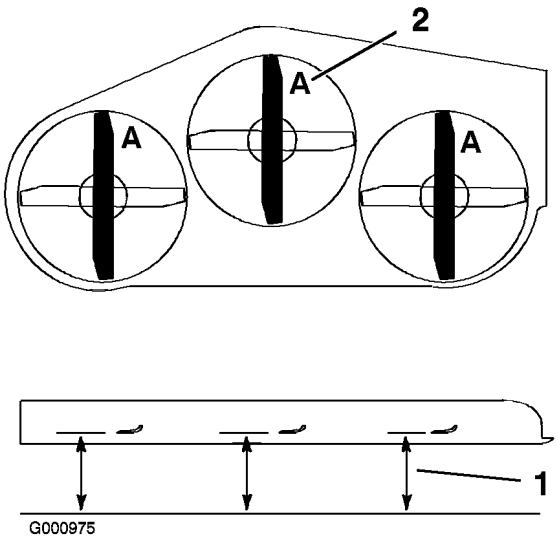

Figur 77
3. Rotera knivarna tills ändarna vetter framåt och bakåt (Figur 77). Mät från ett jämnt underlag till knivens egg vid punkt **A** på knivarna (Figur 77). Anteckna detta mått.